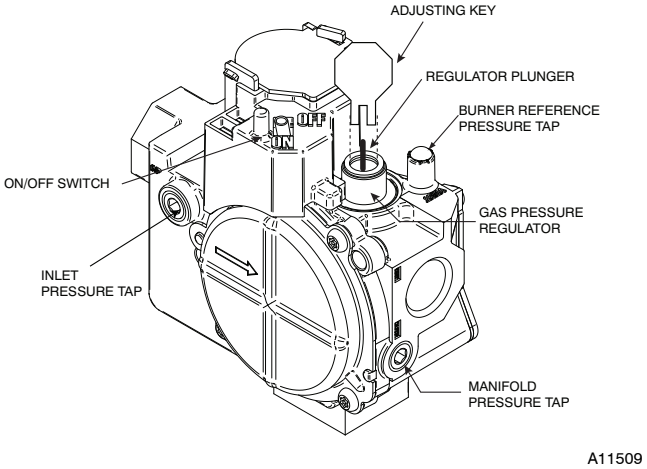

Fig. 19 - Manifold Pressure Adjusting Key
5. If manifold pressure needs to be adjusted, use gas valve adjusting key, factory-supplied in this kit or adhesive pouch. (See Fig. 19 .)
7. Turn adjusting screw using supplied ADJUSTING KEY either counterclockwise (out) to decrease input rate or clockwise (in) to increase rate. (See Fig. 19.)
When correct input is obtained, make sure cap that conceals gas valve regulator adjustment screw is oriented properly for propane (LP) gas. The LP arrow should be pointing toward gas valve. (See Fig. 19.)
14. Remove manometer and replace manifold pressure tab plug. (See Fig. 19.)